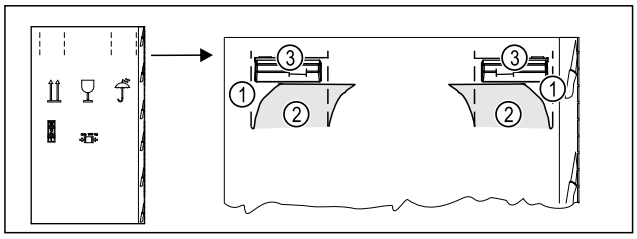

Fig. 6
▶ Iespiediet iepakojuma kartonu augšā pie perforējuma *Fig. 6 (1)*.
▶ Izvelciet iespiestās plāksnītes *Fig. 6 (2)*.
▷ Labajā un kreisajā pusē ir redzams pārvietošanas rokturis *Fig. 6 (3)*.
▶ Turiet ierīci aiz pārvietošanas rokturiem *Fig. 6 (3)*.